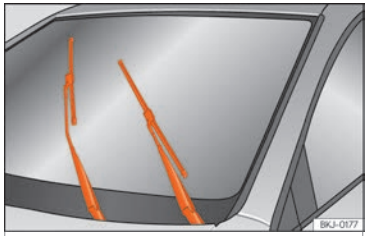

Fig. 82 Limpa para-brisas em posição de serviço.
- Ligue e desligue a ignição e, em seguida, (antes de aproximadamente 9 segundos) desloque o manípulo do limpa para-brisas para baixo (varrimento breve). As escovas deslocam-se para a posição de serviço ››› Fig. 82.